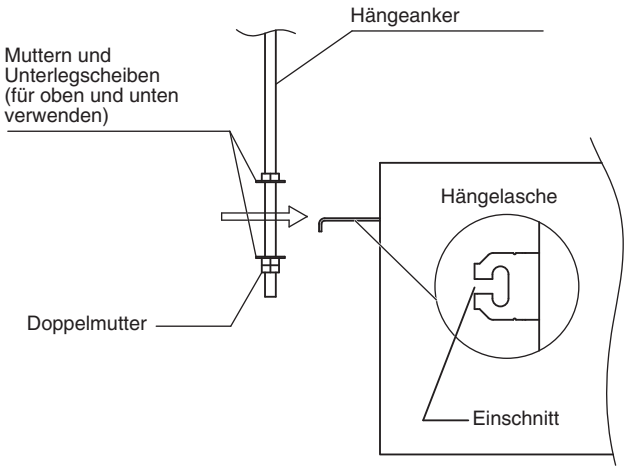

Abb. 3-5
(3) Die drei Sechskantmuttern und die beiden Unterlegscheiben (im Fachhandel erhältlich) auf jeden der vier Hängeanker schrauben. (Abb. 3-5 und 3-6)